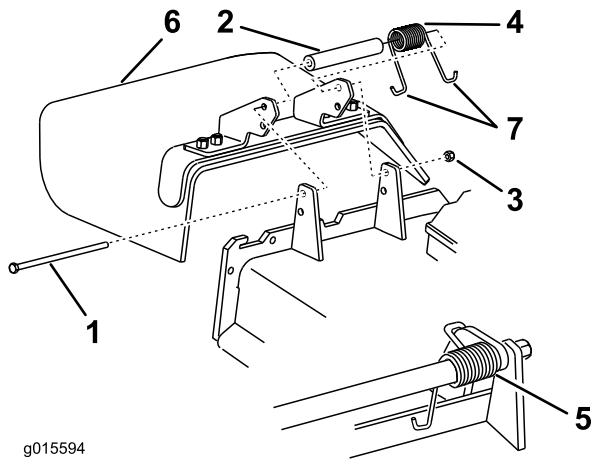

Figuur 100
1. Verwijder de borgmoer, bout, veer en afstandsstuk waarmee de bevestigingen van de grasgeleider vastzitten op de draaibeugels (Figuur 100). Verwijder een beschadigde of versleten grasgeleider.
Opmerking: Zorg ervoor dat één **J**-vormig uiteinde van de veer is gemonteerd achter de rand van het maaidek voordat u de bout plaatst zoals wordt aangegeven in Figuur 100.
3. Monteer de bout en de moer. Plaats één **J**-vormig haakeind van de veer om de grasgeleider (Figuur 100).